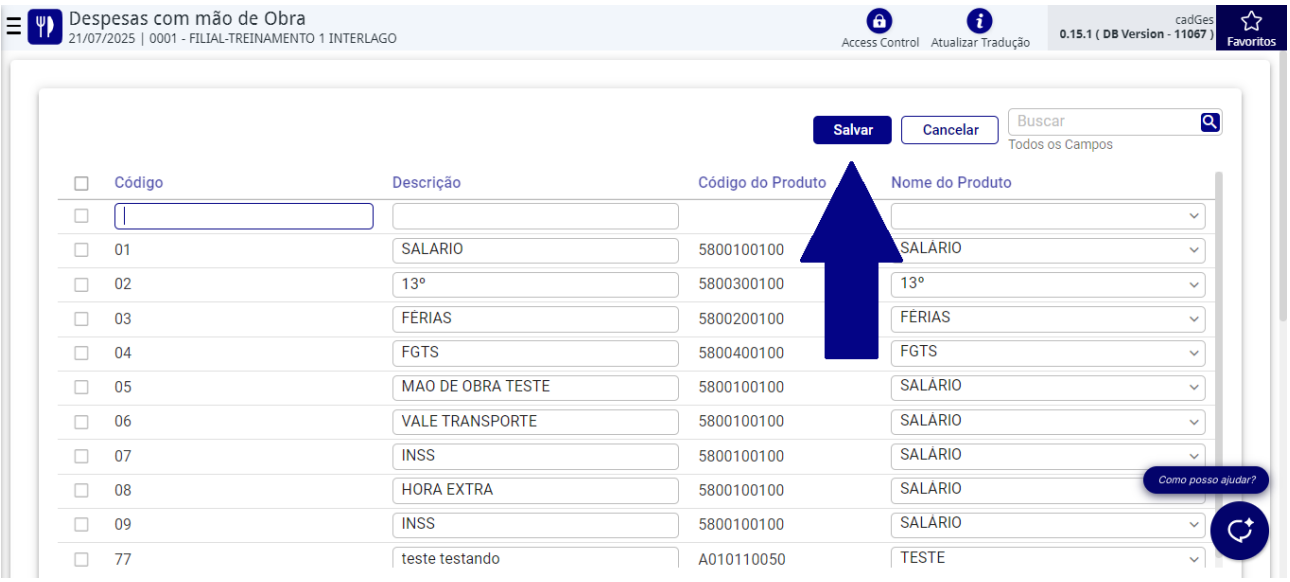

Figura 85: Salvar
6. Clique em **Salvar** (Figura 85).